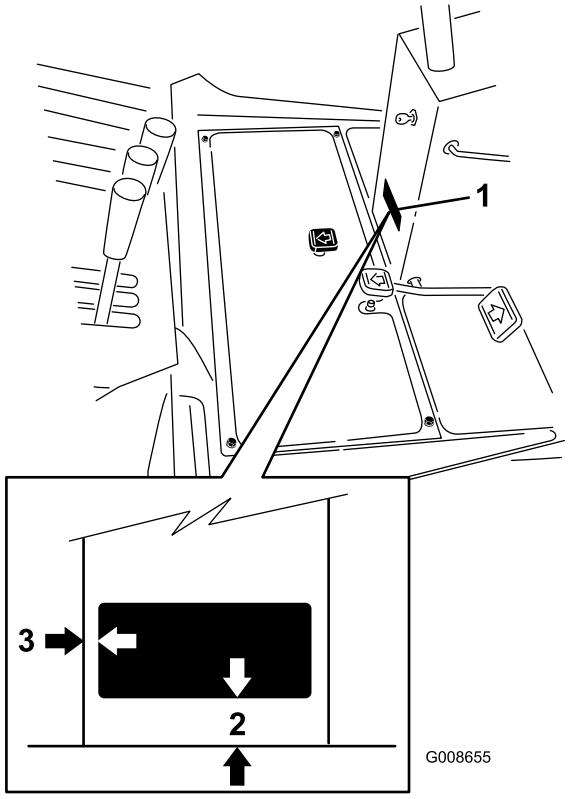

Figure 11
21. Using the dimensions shown in Figure 11, locate and affix the operation decal to the lower left rear corner of the steering tower.